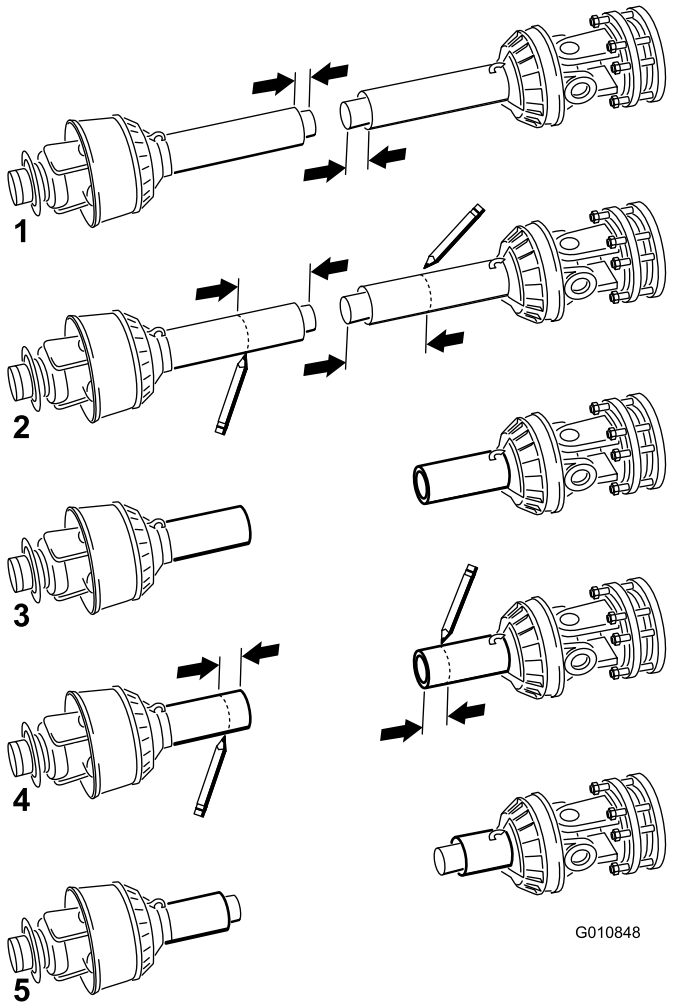

Rysunek 18
11. Rozdziel dwie połówki wałka sprzęgającego (Rysunek 18, ilustracja 1).
12. Zmierz odległość od końca każdej rury do jej osłony bezpieczeństwa (Rysunek 18, ilustracja 1). Zapisz zmierzone odległości.
13. Używając wymiarów ustalonych w kroku 8 zlokalizuj, zaznacz i odetnij osłonę z rurą z każdej połówki wałka (Rysunek 18, ilustracje 2 i 3).